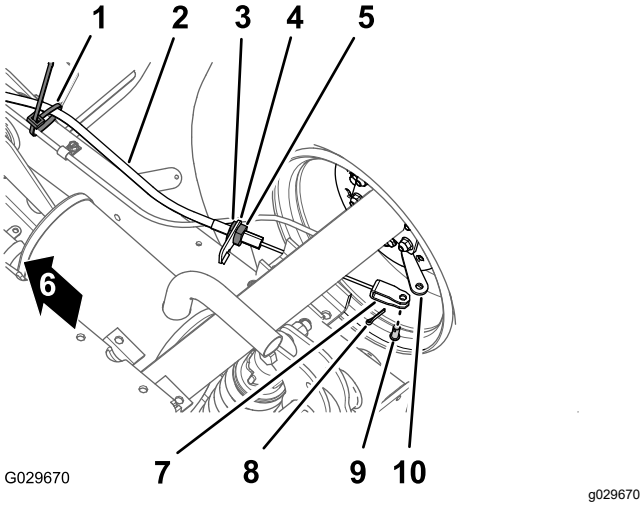

Figur 43
1. Ta bort det kabelband längst ner på maskinen som håller fast parkeringsbromskabeln vid fotbromskabeln (Figur 43).
2. Märk ut en rotationslinje på den främre kontramuttern för parkeringsbromskabeln (Figur 43).
3. Lossa den bakre kontramuttern och ta bort kabeln från bromskabelfästet (Figur 43).
4. Ta bort saxpinnen och sprintbulten som håller fast klykan för parkeringsbromskabeln vid bromsreglagespaken, och skilj kabeln från spaken (Figur 43).
1. För parkeringsbromskabelns gängade justerare till bromskabelns fäste och klykan till bromsreglagespaken (Figur 43).
3. Rikta in parkeringsbromskabelns gängade justerare med bromskabelns fäste och dra åt den bakre kontramuttern (Figur 43).